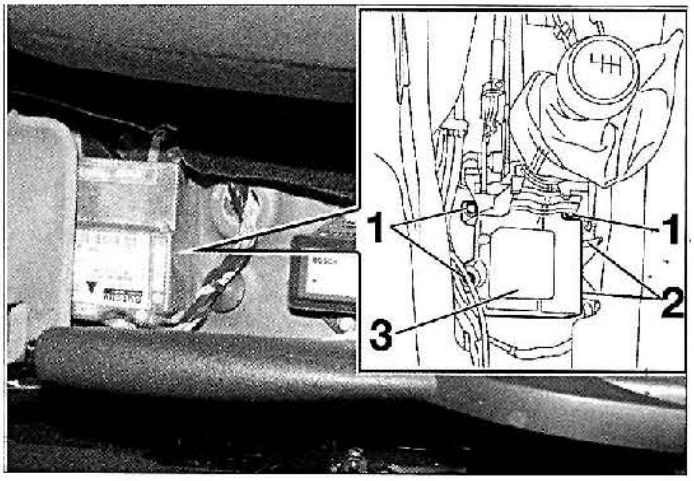

FIG. 11
. Desatornillar las tres tuercas de fijación (1) **(fig. 11)**.